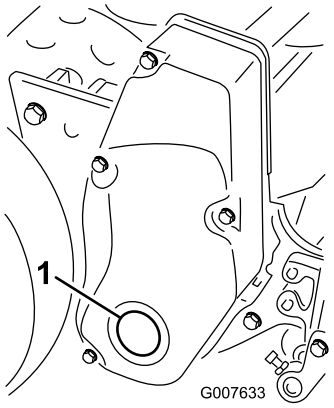

**Figura 60**
1. Retire a vela na cobertura da transmissão do cilindro direito (Figura 60).